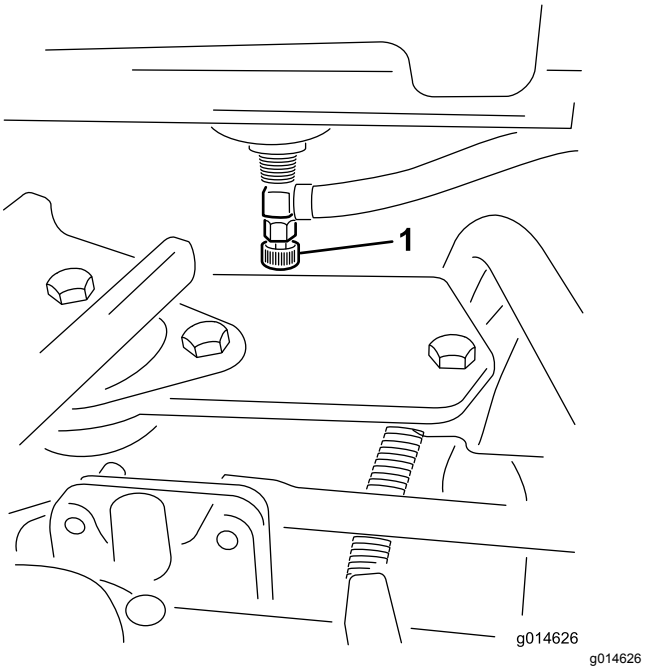

Figur 41
1. Lukk drivstoffavstengingsventilen (Figur 41) under drivstofftanken.